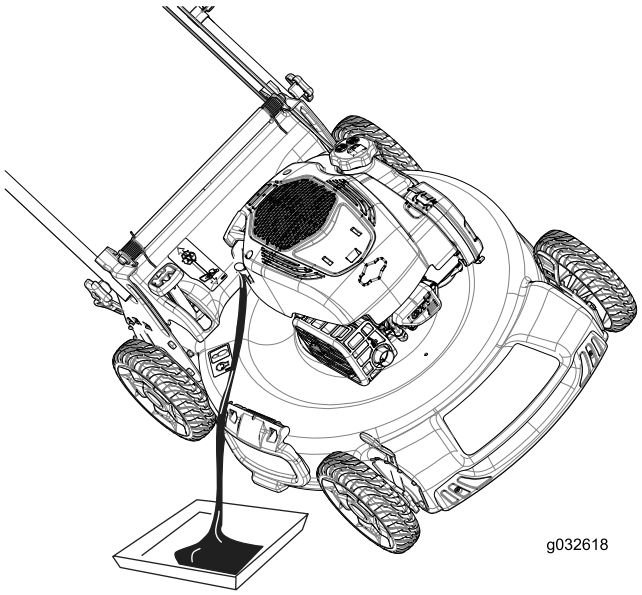

Figura 33
3. Ponga la máquina de lado con el filtro de aire hacia arriba para drenar el aceite usado a través del tubo de llenado de aceite (Figura 33).